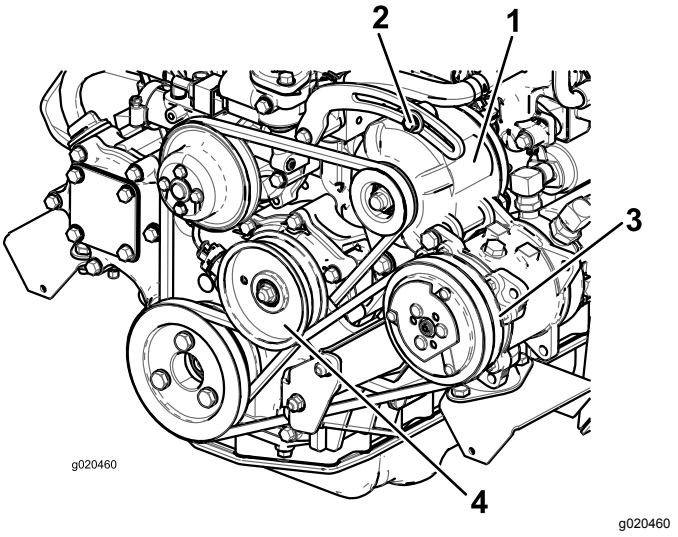

Figur 95
Kontroller tilstanden og spenningen til remmen (Figur 95) etter hver 100. driftstime.
2. Hvis du ikke kan trykke den ned 10 mm, løsner du monteringsboltene for generatoren (Figur 95). Øk eller reduser spenningen til generatorremmen, og stram til boltene. Kontroller hvor langt ned du kan trykke beltet, for å kontrollere at spenningen er riktig.
2. Hvis du ikke kan trykke den ned 10 mm, løsner du monteringsboltene for lederullene (Figur 95). Øk eller reduser spenningen til kompressorremmen, og stram til bolten.